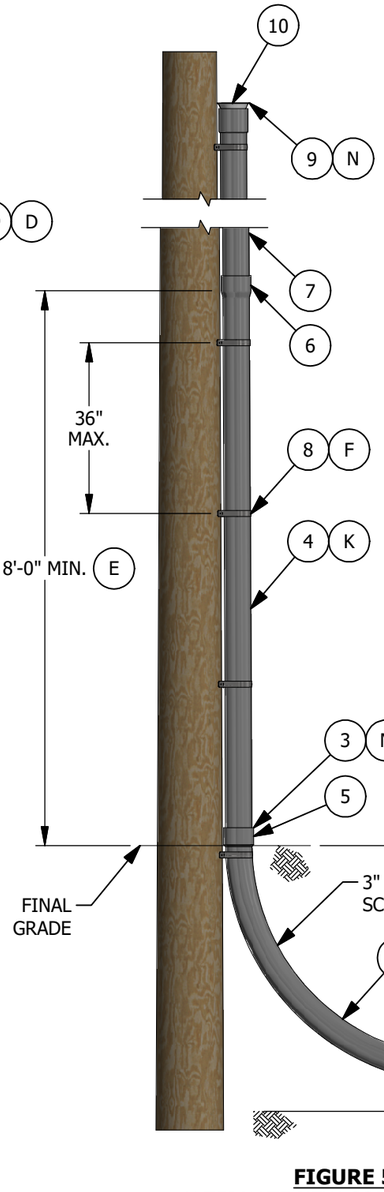

FIGURE 5
(K) USE FIGURE 5 FOR ALTERNATE CONSTRUCTION FOR A SINGLE RISER
1. FIELD CONDITIONS DO NOT ALLOW ROOM FOR LADDER ARM BRACKETS, (I.E. CONDUIT WOULD EXTEND INTO THE STREET, SIDEWALK, DRIVEWAY, ETC.). THIS INSTALLATION WOULD BE LIMITED TO ONE SDG&E RISER, UP TO 3" (NO OTHER RISER(S) LARGER THAN 3 INCH WOULD BE ON THE POLE). ONE HALF OF THE POLE MUST REMAIN CLEAR FOR CLIMBING SPACE AND G.O. REQUIREMENTS MUST BE FOLLOWED.